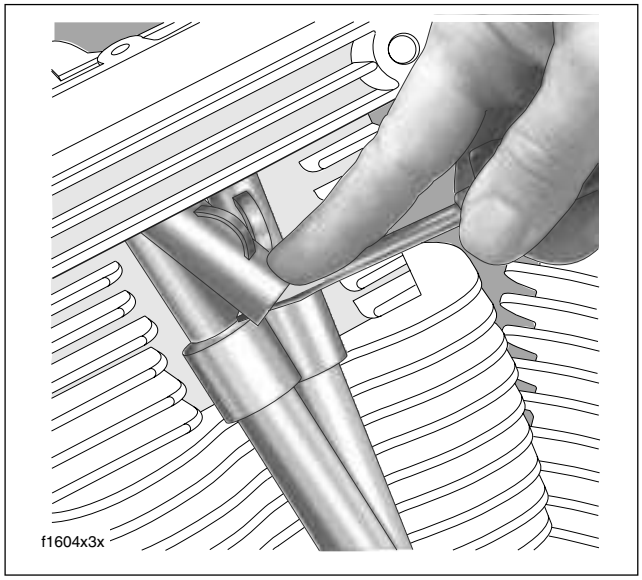

Figure 3-39. Install Spring Cap Retainer
d. While simultaneously depressing spring cap with tip of screwdriver, use forefinger to slide bottom edge of spring cap retainer down shaft towards tip of screwdriver blade. As spring cap reaches its full length of travel, spring cap retainer should be in approximate position against upper push rod cover. See Figure 3-39.